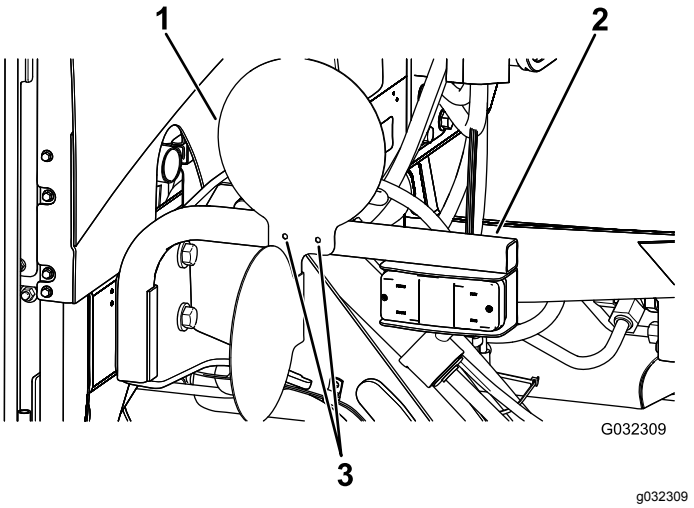

Figur 34
1. Rikta in plattorna efter de befintliga hålen i strålkastarsatsens fästen (Figur 34).